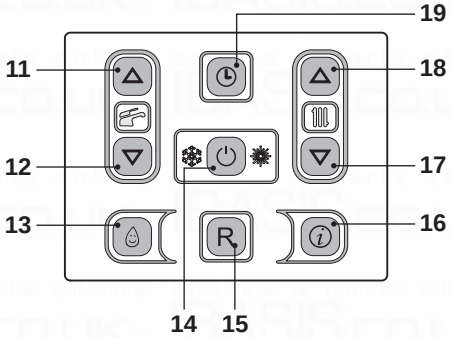
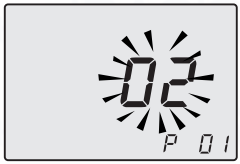
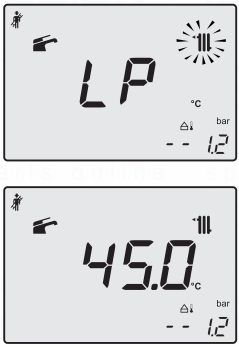
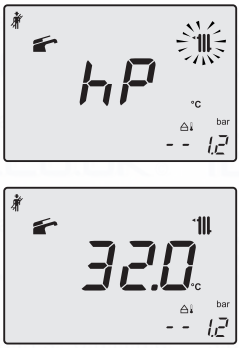

Fig. 9.19
Fig. 9.20
Fig. 9.21
Fig. 9.22
- Enter in "programming mode" by pressing keys 14 - 17 - 18 (Fig. 9.19) for 10 seconds at the same time until the letters **P01** are displayed on the LCD display, indicating that "parameter 01" (Fig. 9.20) has been activated.
- Press keys 17 and 18 (Fig. 9.19) at the same time until the LCD display displays the letters **LP** that alternate with the heating water temperature value (e.g.**45**), indicating the activation of the "chimney sweep function" at minimum output (Fig. 9.21).
- By pressing 18 (Fig. 9.19) it is possible to change power in chimney sweep mode: with the letters **hP** on the LCD display which alternate between the heated water temperature (i.e.**32**), we are in the “chimney sweep function” at the minimum power during heating (Fig. 9.22).
- Press keys 14 - 17 - 18 (Fig. 9.19) at the same time again to exit the "chimney sweep mode" and return to the previously set boiler status (Fig. 9.25).